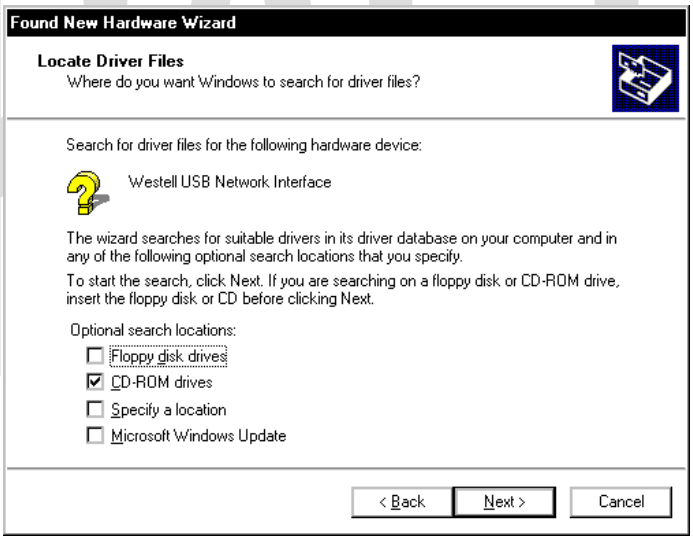

Figure 23. Windows 2000
3. **Windows 2000:** The **Locate Driver Files** window appears. Select **CD-ROM drives** (Figure 23). Click **Next**.